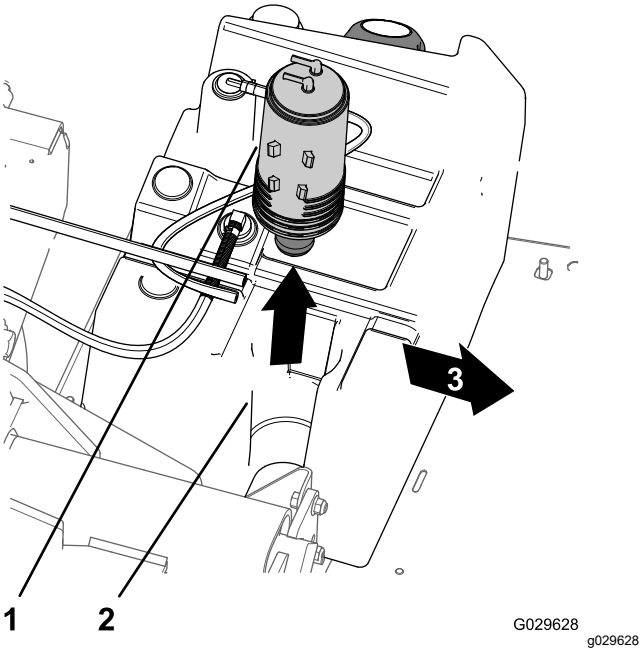

Figura 47
3. Levante o recipiente de carbono da montagem do recipiente de carbono no depósito de combustível (Figura 47).
7. Insira o novo recipiente de carbono na montagem do recipiente de carbono do depósito de combustível com as uniões purga e depósito de combustível alinhadas para trás (Figura 47).